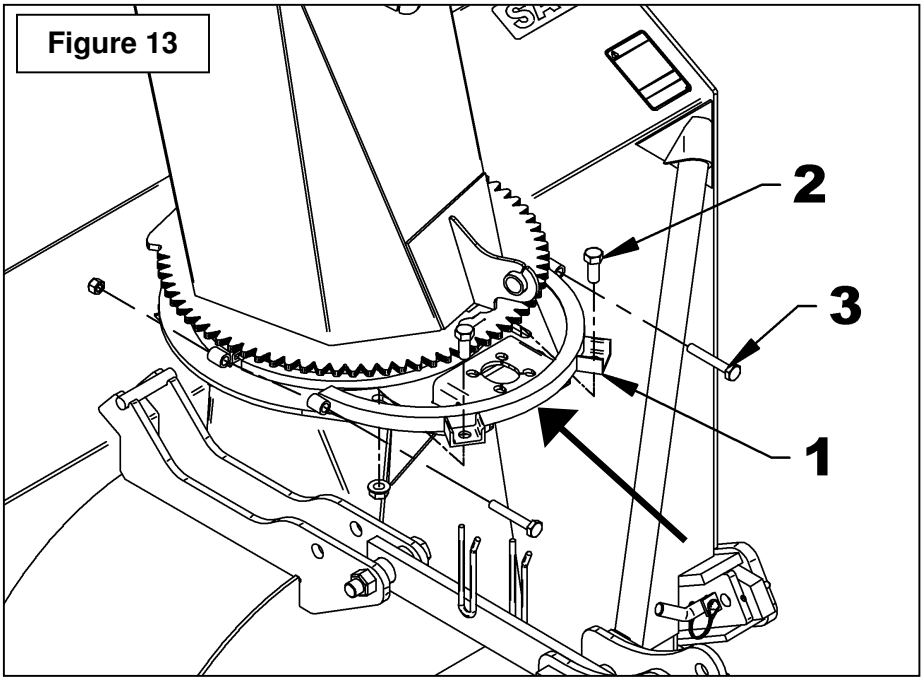

Figure 13
6. **Figure 13:** Installer la plaque de retenue (item 1) sur la souffleuse en enroulant chacun des deux bouts du coussinet à l'intérieur de la plaque de retenue. Aligner les trous verticaux de la plaque avec les trous oblongs (fig.7a) et fixer à l'aide des deux boulons 5/8" x 1 1/2" (item 2) et écrous à bride rainurée 5/8". Ne pas serrer.
7. **Figure 13:** Insérer deux boulons 1/2" x 3 1/4" (item 3) pour relier les deux plaques de retenues ensemble. Rapprocher les deux plaques de retenue, en donnant quelques coups de marteau sur la tête des deux boulons en alternant. Si la plaque de retenue recule après chaque coup de marteau, visser légèrement les deux boulons 5/8" x 1 1/2" (item 2). Lorsque le bout des boulons (item 3) dépasse suffisamment, fixer à l'aide de deux écrous à bagues de nylon 1/2" jusqu'à ce que les deux plaques de retenue soient à environ 1/4" l'une de l'autre.
8. **Figure 13:** Serrer les boulons 1/2" x 3 1/4" (item 3) pour réduire le jeu entre les deux plaques de retenues jusqu'à ce que la chute tourne avec une légère résistance.
9. **Figure 13:** Serrer complètement les deux boulons 5/8" x 1 1/2" (item 2) selon la ***Table de Spécification des Couples*** à la fin du manuel..